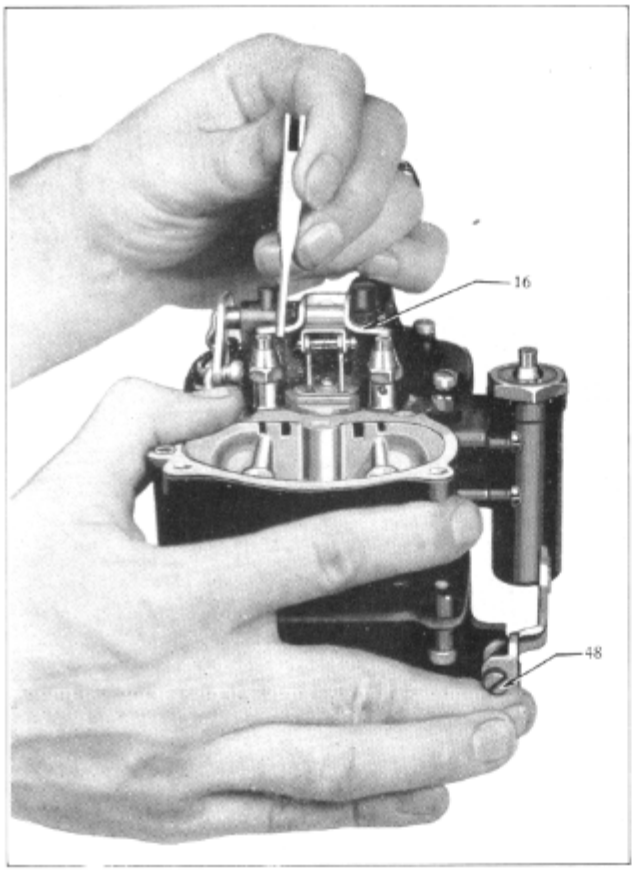

Figure 20
(55) Back out throttle lever adjusting screw (48) (Figure 20). Anti-percolator should be checked after metering rod setting and installation of metering rods on carburetor.
(56) Do not disturb metering rods or pump adjustments.
(57) With throttle valves tightly closed adjust lips (16) (Figure 20) on anti-percolator arm to depress anti-percolator stem so indicator line (on stem) is .015" above top of anti-percolator plug. Since there are two anti-percolator units on this carburetor, great care must be taken so that an even adjustment is made on both lips. Use bending bar included in Tune-up Kit as shown in Figure 20, while holding throttle closed.
(58) Install air horn assembly. Tighten screws evenly. (Do not forget screw inside bore of air horn.)
(59) Install dash pot arm, pin and screw assembly. Then install dash pot connector link and pin spring.